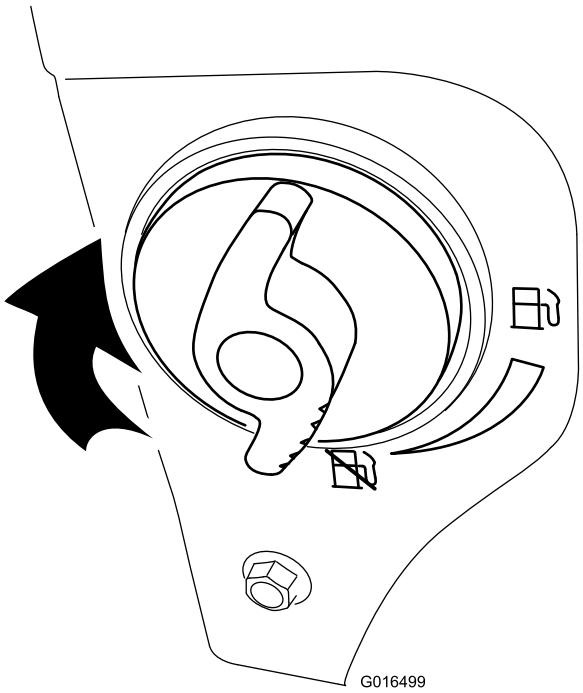

Figur 32
4. Stäng bränslekranen genom att vrida den medsols (Figur 32).